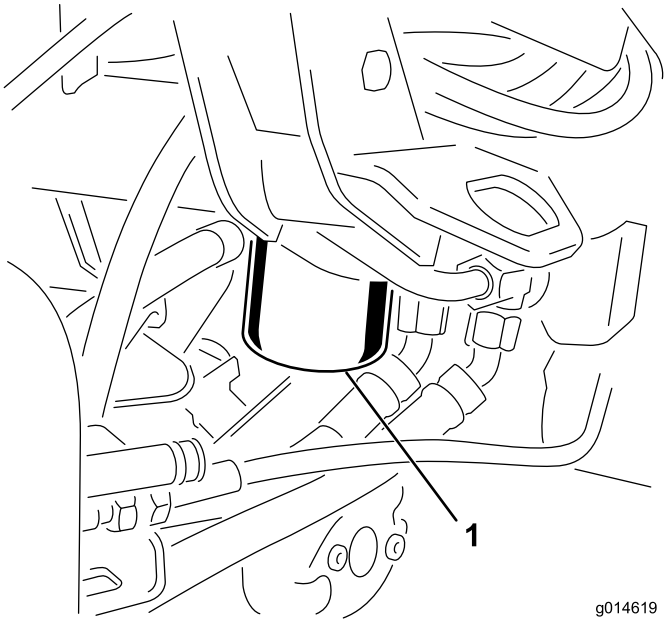

**Figur 58**
1. Rengör runt området där filtret monteras (Figur 58). Ställ ett avtappningskärl under filtret och ta bort filtret.